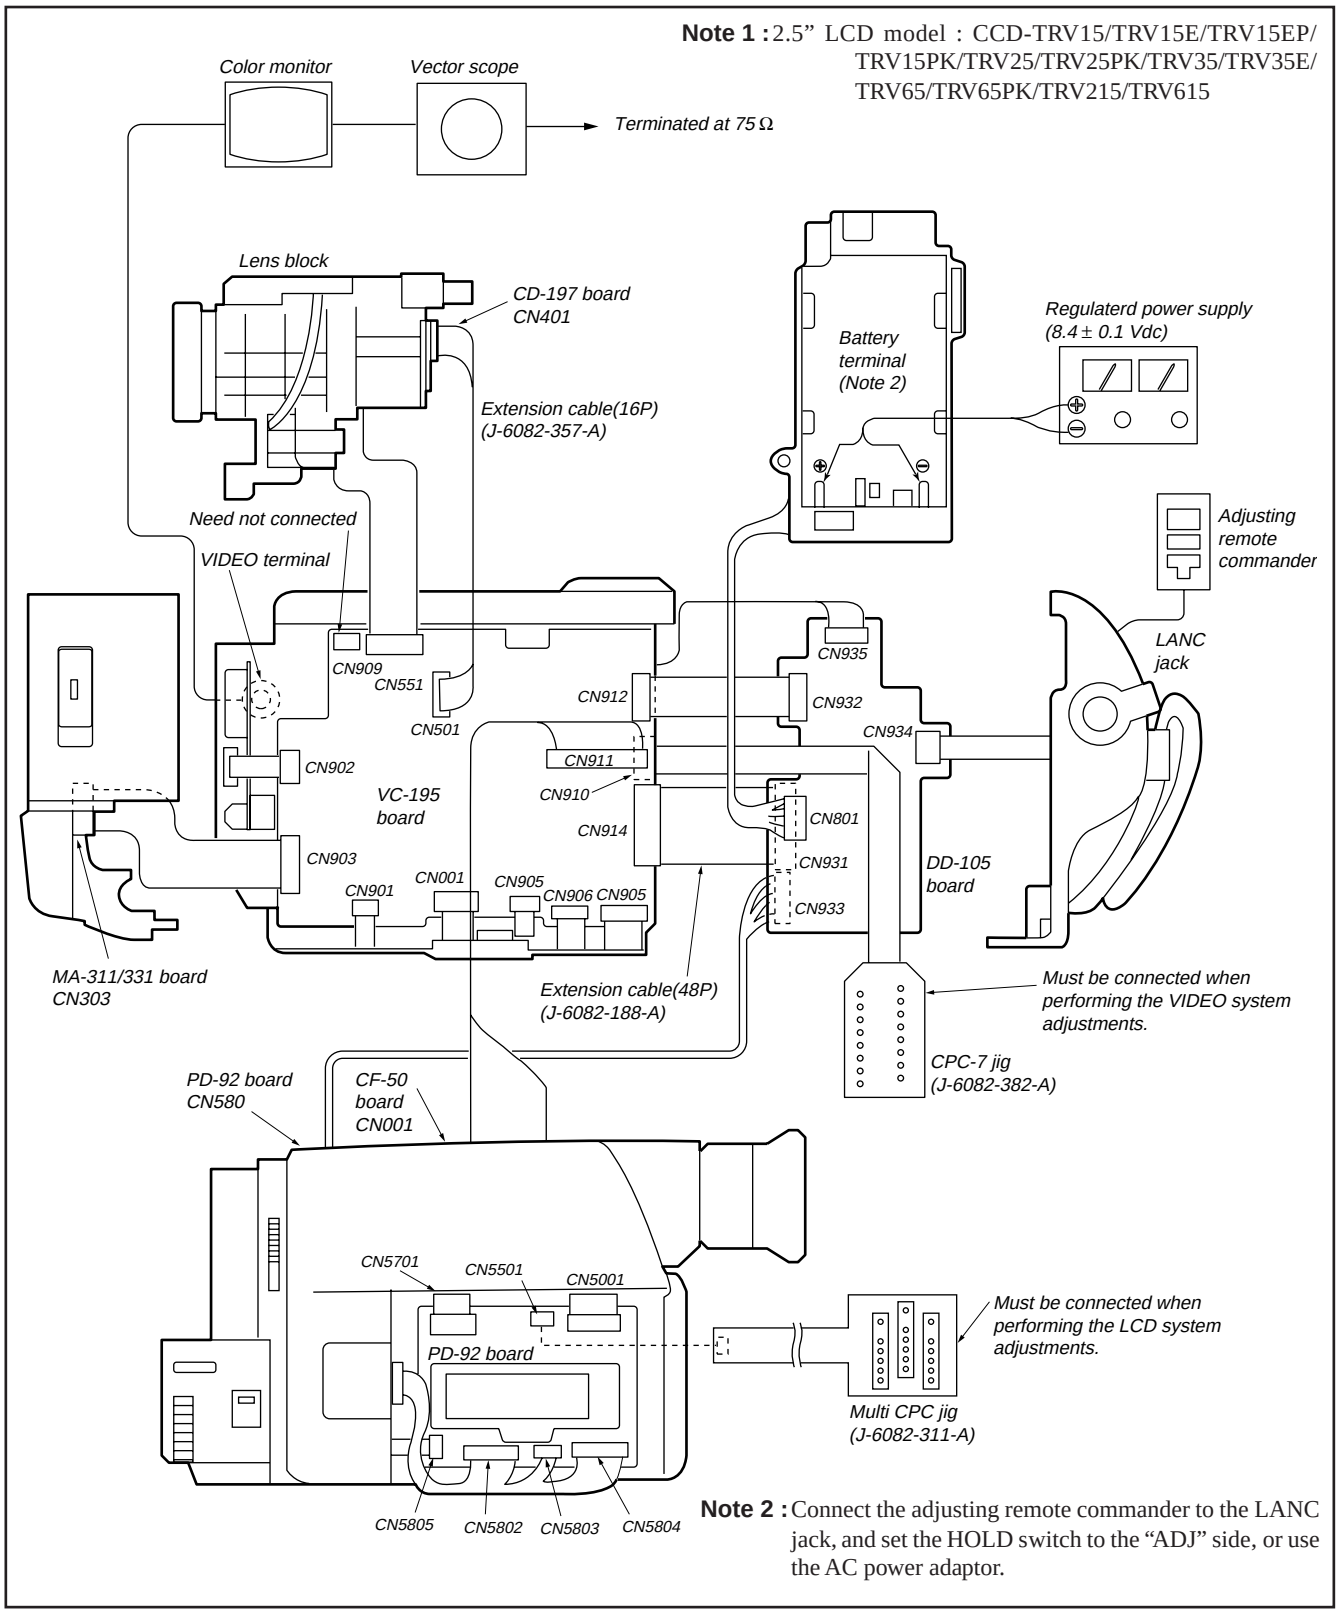

Fig. 5-1-3.
1) Connect the equipment for adjustments according to Fig. 5-1-3, 4.